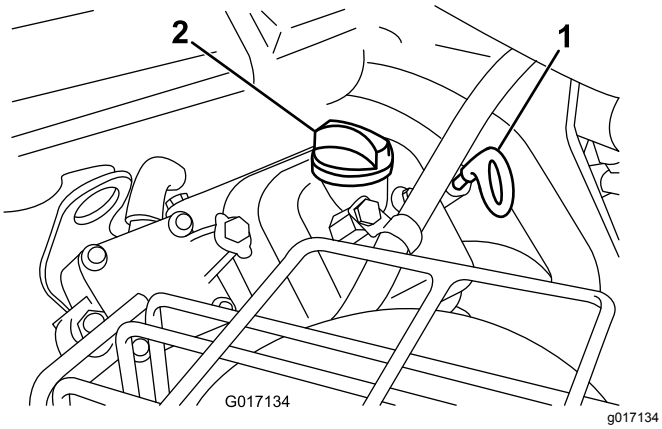

**Figur 41**
3. Sätt in oljestickan i oljeröret och skruva fast den i röret (Figur 41).